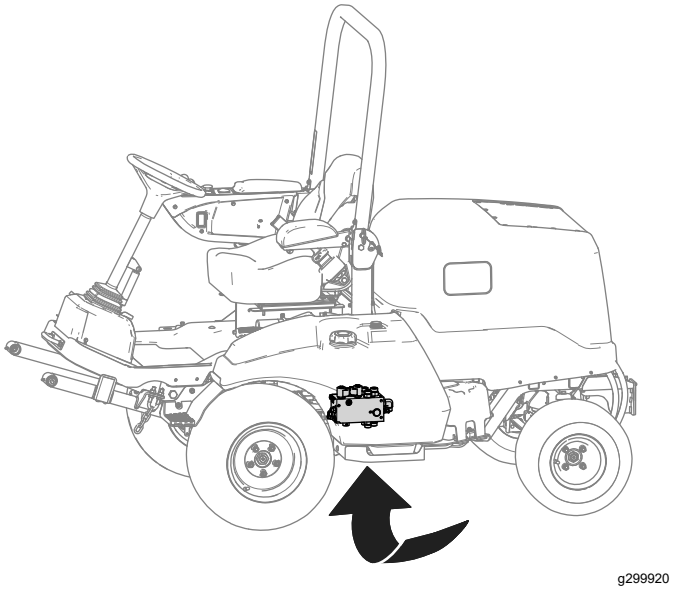

Figur 9
A. Placera ett avtappningskärl under hydraulförgreningsröret (visas i Figur 9).